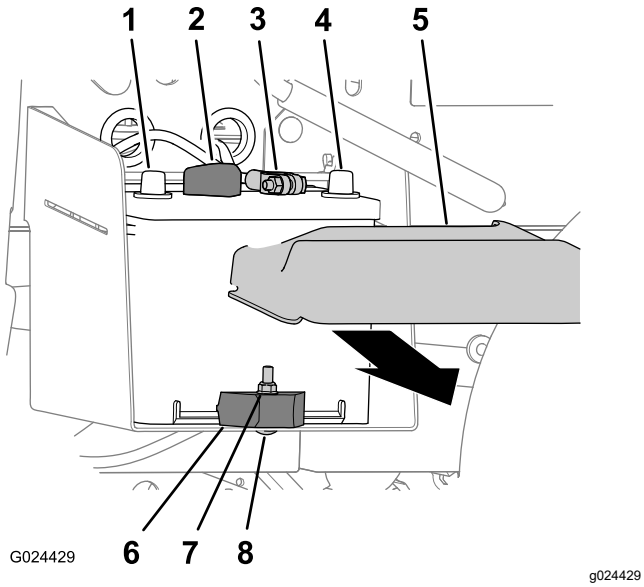

Figuur 47
1. Knijp de zijkanten van het accudeksel samen en neem het deksel van de bovenzijde van de accu (Figuur 47).
2. Koppel de minkabel los van de accupool (Figuur 47).
3. Koppel de pluskabel los van de accupool (Figuur 47).
2. Verwijder de borgmoer, slotbout en accuklem waarmee de accu vastzit aan de accubak (Figuur 47).
3. Verwijder de accu uit de accubak (Figuur 47).
1. Lijn de accu uit met de accubak van de machine (Figuur 47).
Opmerking: Zorg ervoor dat de plus- en minpool van de accu uitgelijnd zijn; zie Figuur 47.
2. Bevestig de accu met de accuklem, de slotbout en de borgmoer aan de accubak (Figuur 47).
1. Sluit de pluskabel aan op de accupool (Figuur 47).
2. Sluit de minkabel aan op de accupool (Figuur 47).
3. Plaats het accudeksel op de bovenkant van de accu (Figuur 47).